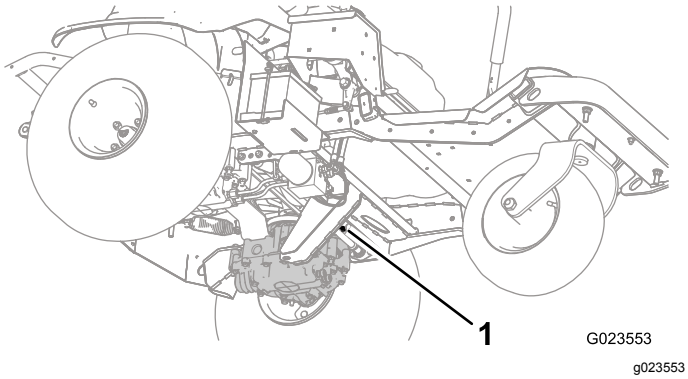
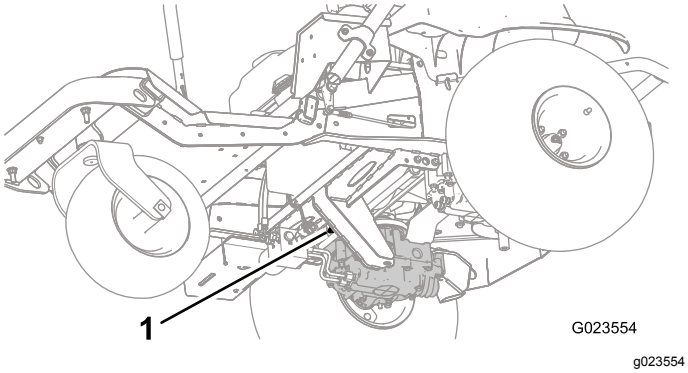
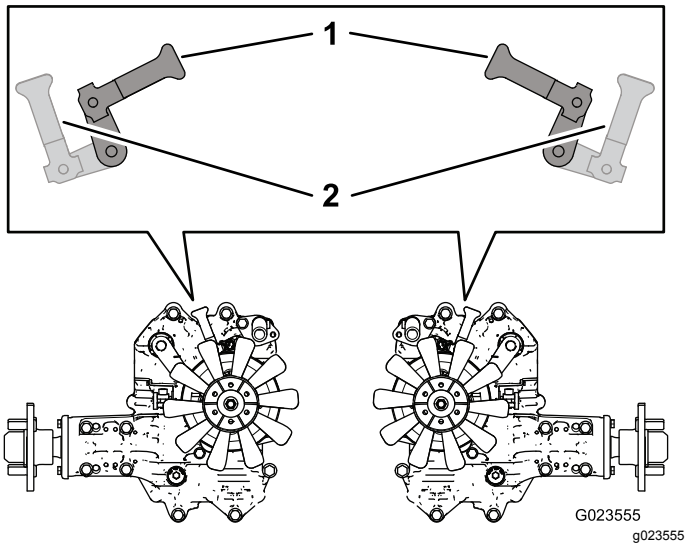

Figur 27
Figur 28
Figur 29
2. Fra undersiden til maskinen roterer du omløpsspakene (Figur 27 og Figur 28) slik at de peker innover mot midten av maskinen (Figur 29) og kobler fra parkeringsbremsen. Se Bruke parkeringsbremsen (side 21).
3. Når du er ferdig med å skyve eller taue maskinen, roter omløpsspakene slik at de peker mot forsiden av maskinen for å muliggjøre kjøring av maskinen (Figur 29).